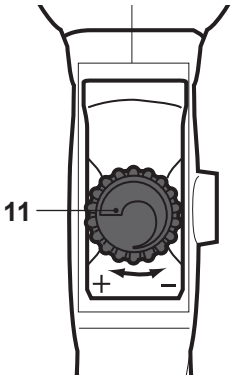

Fig. 10
Limite a velocidade máxima com o seletor de velocidade (11). O dispositivo de velocidade variável permite-lhe seleccionar a velocidade que melhor se adequa ao trabalho a realizar (Fig. 10).